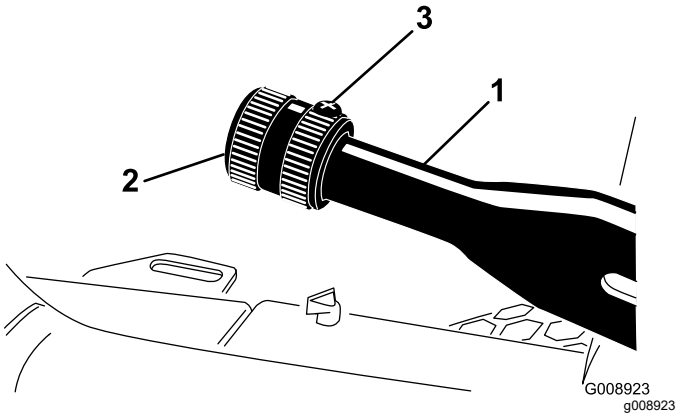

Figur 59
2. Lossa ställskruven som fäster ratten på parkeringsbromsspaken (Figur 59).